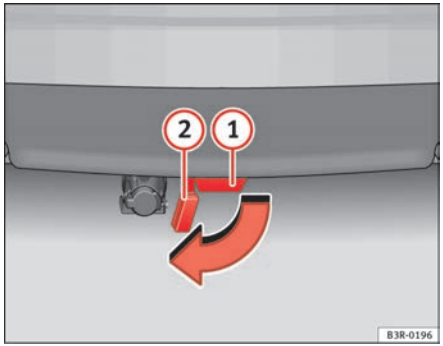

Fig. 149 Rear bumper: Open the cover piece
– Remove the cover piece (2) ⇒ fig. 149 on the mounting fixture (1) below the bumper as far as it will go. The cover piece is held automatically in the open position.